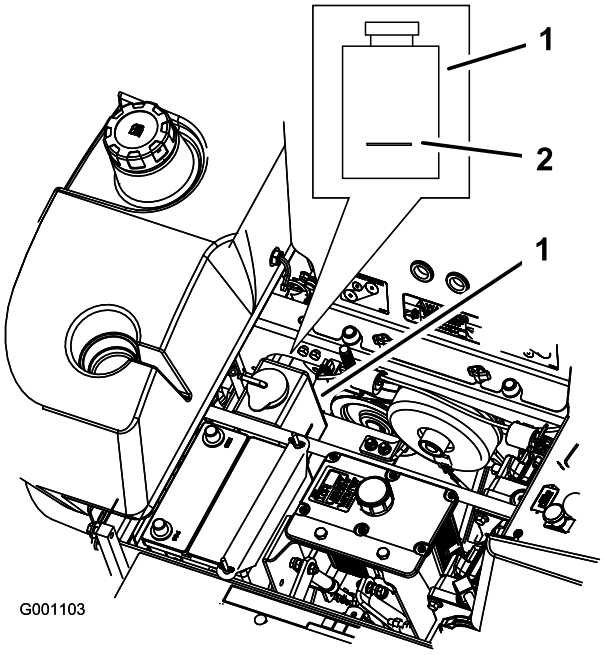

Figur 64
3. Kontrollera nivån i överströmningsbehållaren medan motorn är kall. Vätskan ska nå upp till utbuktningen på utsidan av överströmningsbehållaren (Figur 64).
4. Om kylvätskenivån är låg tillsätter du en 50/50-blandning av frostskyddsmedel med förlängd hållbarhet och vatten i överströmningsbehållaren (Figur 64).
5. Tillsätt 50/50-blandningen till överströmningsbehållaren och fyll den upp till indikatorstrecket på behållaren (Figur 64).